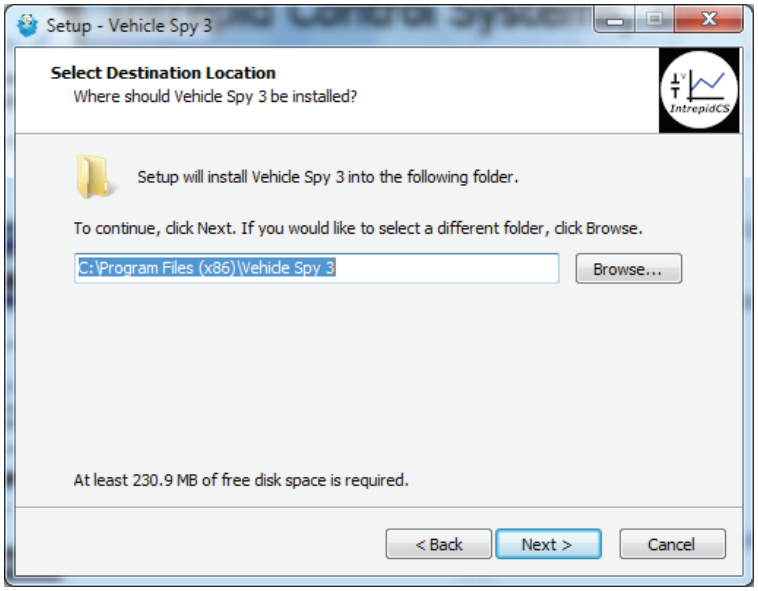

Figure 22: インストールされる場所の選択
7. インストールされる場所の選択: インストールしたい場所を選んで下さい(図22)。特別な理由が無い限り、デフォルト(自動で示される場所)を推奨します。場所を選んだら Next > をクリックして下さい。